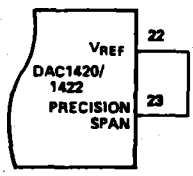

*Figure 6a. Factory Trimmed*
**SPAN ADJUSTMENT (Figures 6a & 6b)**